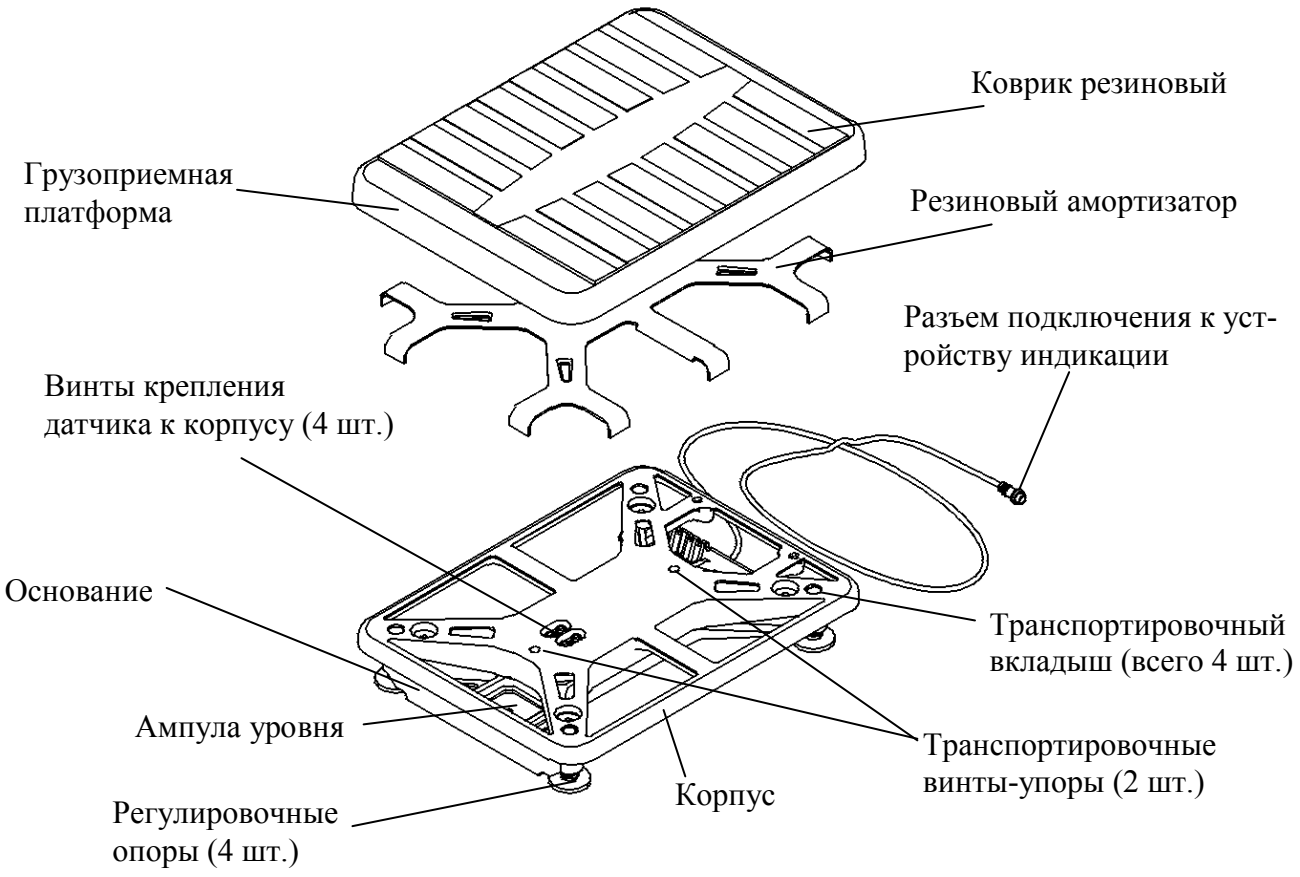

Рис. 5.2 - Весовая платформа
6.1.4 В весовой платформе (Рис. 5.2) вывернуть два транспортировочных винта-упора, вращая их только против часовой стрелки.